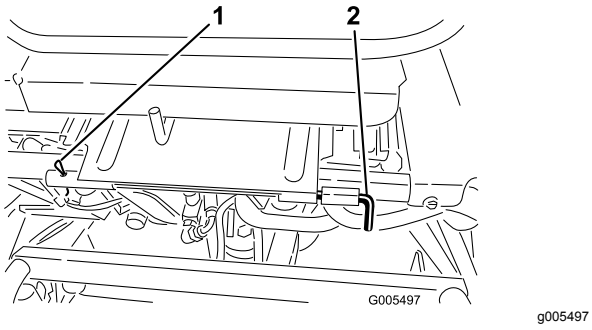

**Figur 33**
3. Senk setet, og fjern splinten som fester setets roteringsstang til rammen (Figur 33).